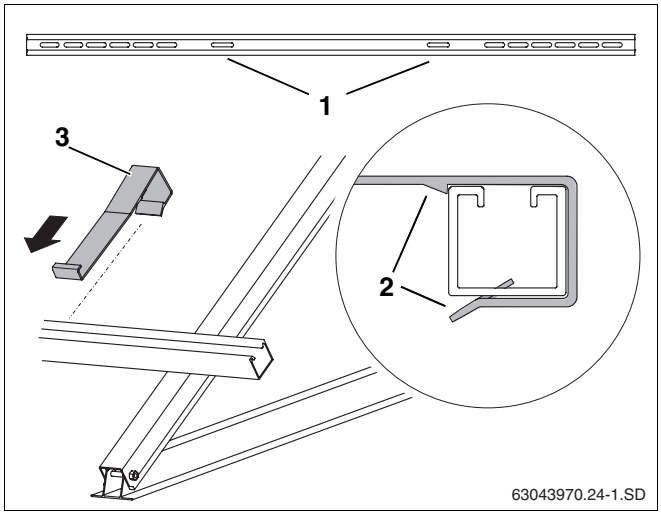

Afb. 36 Beveiliging tegen afglijden ophangen
- Beveiligingen tegen afglijden (afb. 36, **pos. 3**) telkens in de binnen liggende lange bevestigingsopeningen (afb. 36, **pos. 1**) van de buitenzijde zo ver over de profielrails schuiven, tot ze vastklikken (afb. 36, **pos. 2**).